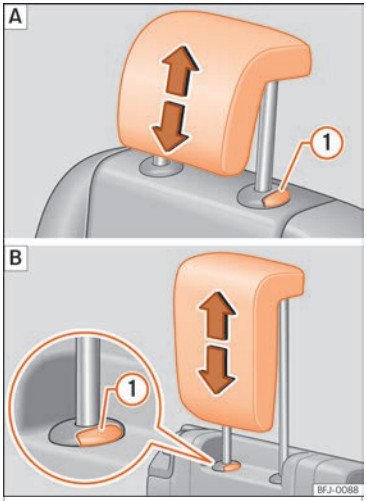

Fig. 145 Desmontaje de los apoyacabezas traseros: A Segunda fila de asientos, B tercera fila de asientos.
- Extraiga el apoyacabezas completamente a la vez que presiona la tecla ››› **fig. 145** ①.